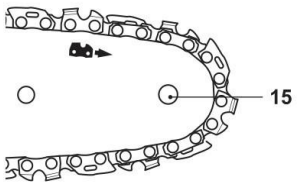

Abb. 7
8. Die Bewegung der Kette der Säge wird durch einen Pfeil gekennzeichnet (Abb. 7). Sichern Sie ab, dass die Kette ordentlich über dem vorderen Teil des Kettenrads (15) des Führungsschwerts (13) platziert ist.